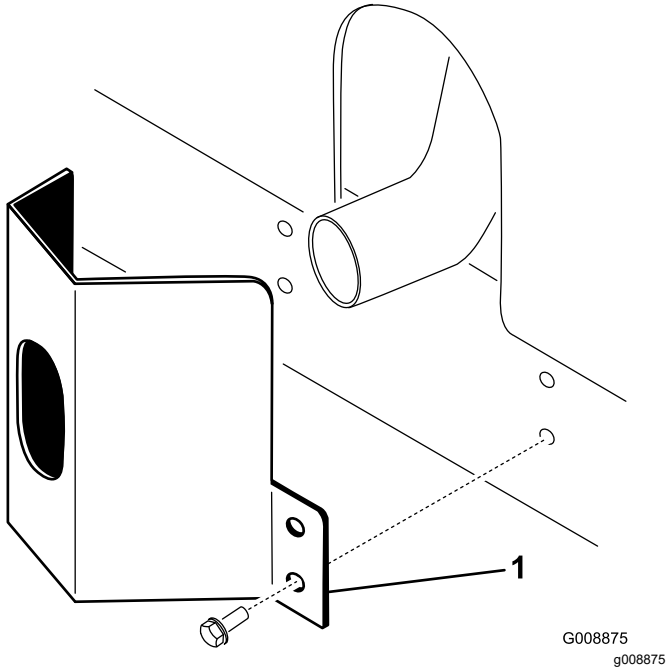

**Figur 36**
1. Placera avgasskyddet runt ljuddämparen och passa in monteringshålen mot hålen i ramen (Figur 36).
2. Fäst avgasskyddet vid ramen med fyra självgängande skruvar (Figur 36).